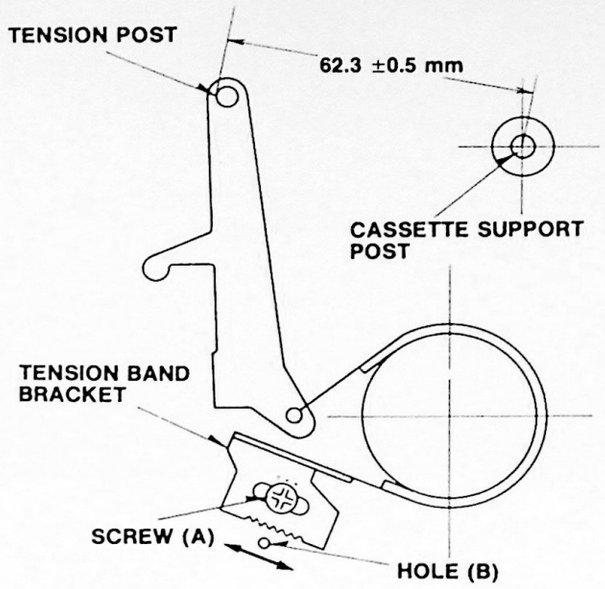

Figure 14. Back Tension Band
3. Loosen screw "A" as shown in Figure 14.